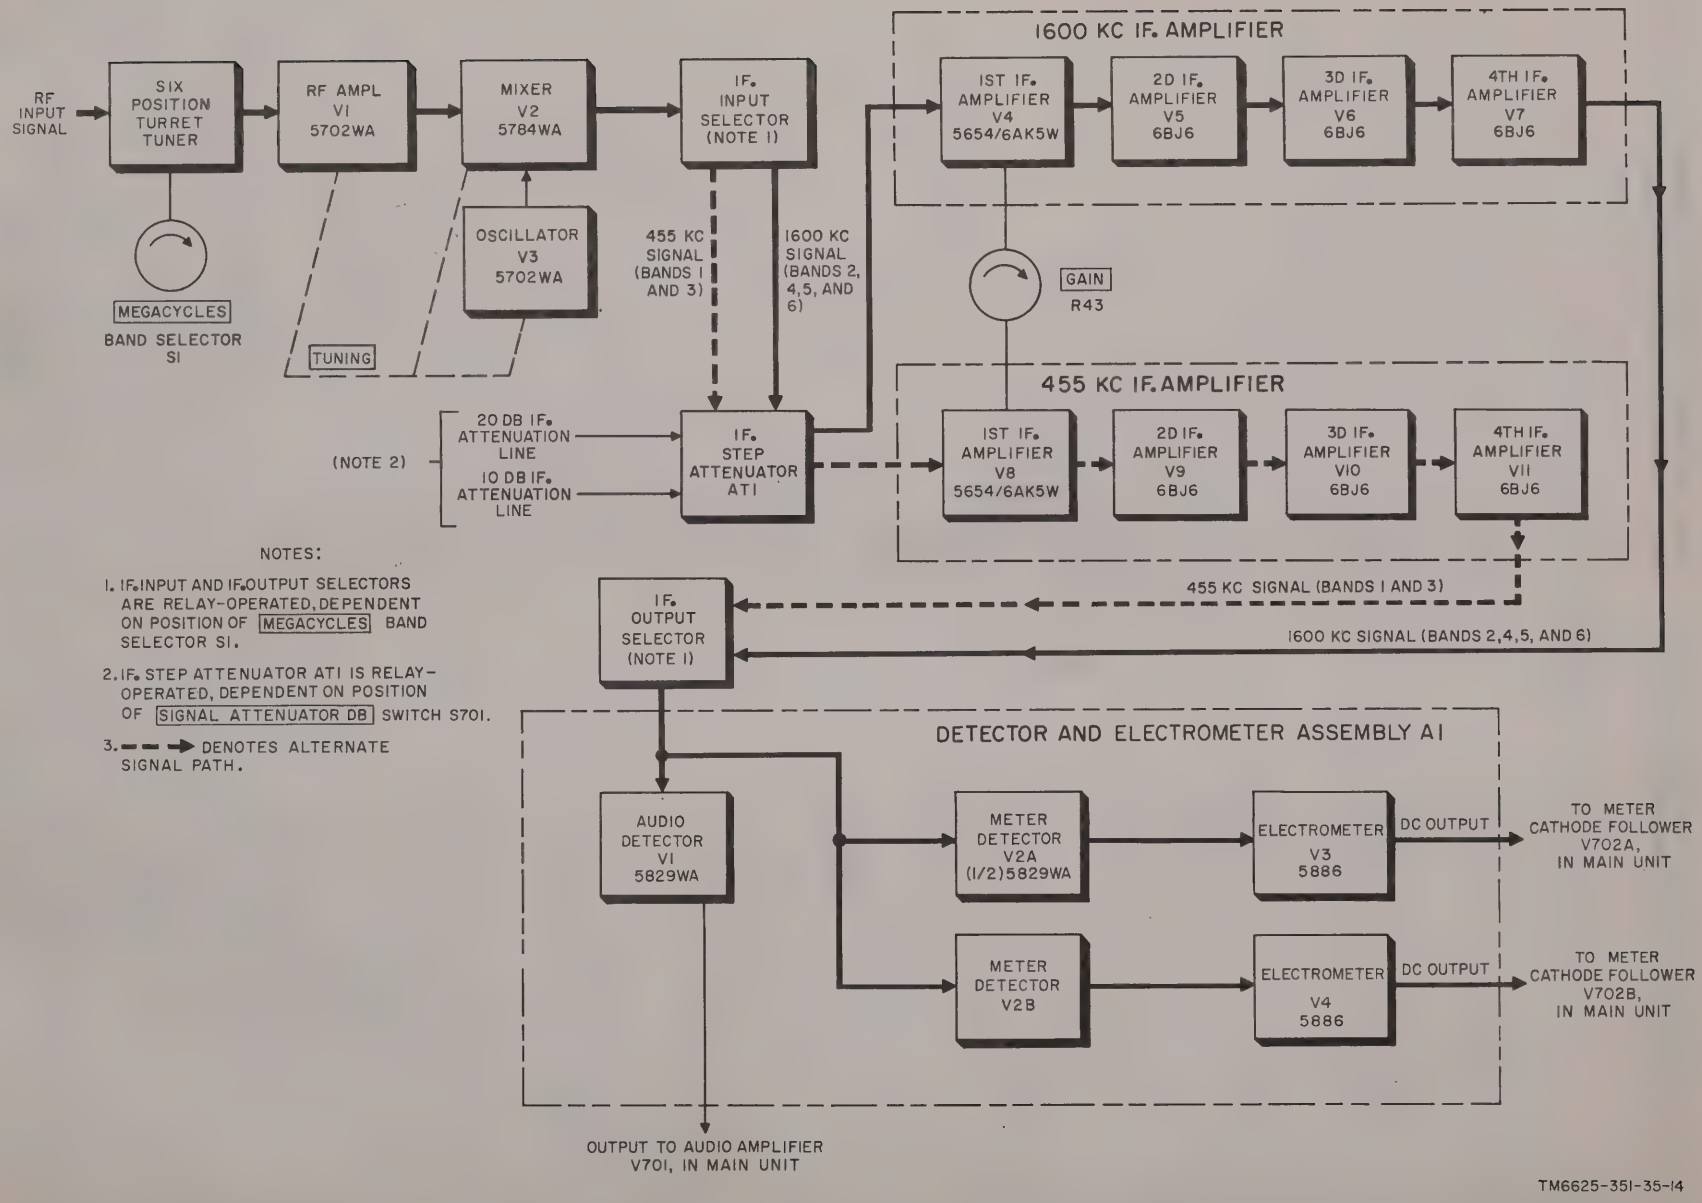

Figure 15. Tuning unit 1, block diagram.
25. Block Diagram of Tuning Unit 1 (fig. 15)
The block diagram for tuning unit 1 is shown in figure 15. For complete circuit details, refer to the schematic diagram, figure 99.